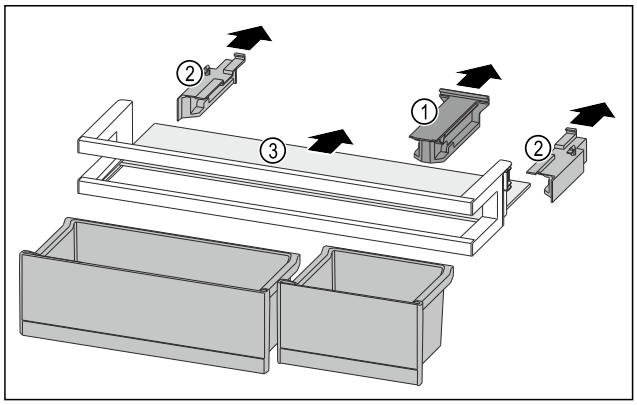

Fig. 198
▶ 拉出定位件 *Fig. 198 (1)*。
▶ 拉出侧面部分 *Fig. 198 (2)*。
▶ 取出搁板 *Fig. 198 (3)*。